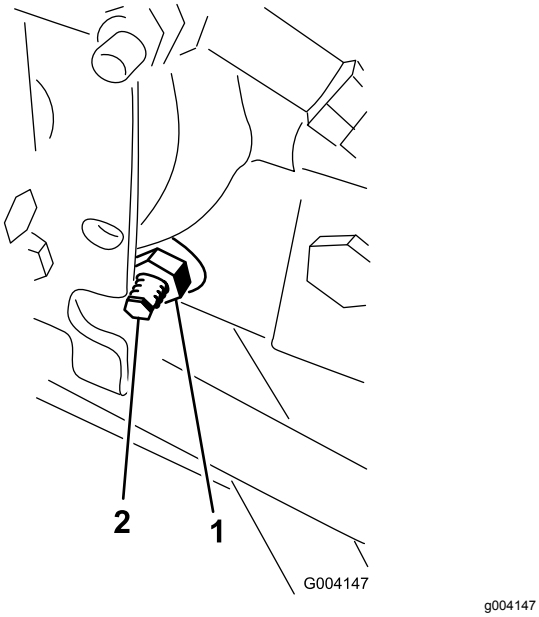

Figur 89
3. Lossa låsmuttern på hjuldrivningens justeringskam på höger sida av hydrostaten (Figur 89).